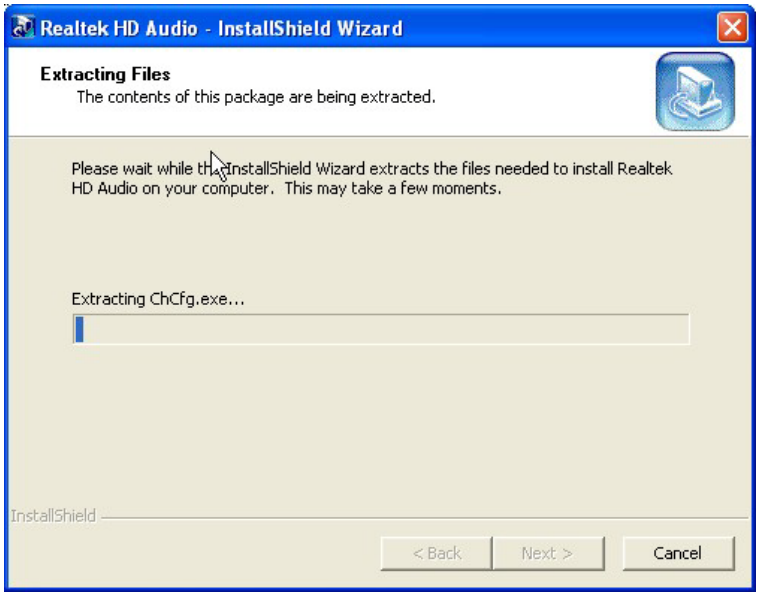

Figure 6-17: Audio Driver – Extracting Files
Step 4: The InstallShield Wizard starts to extracting files (**Figure 6-17**).